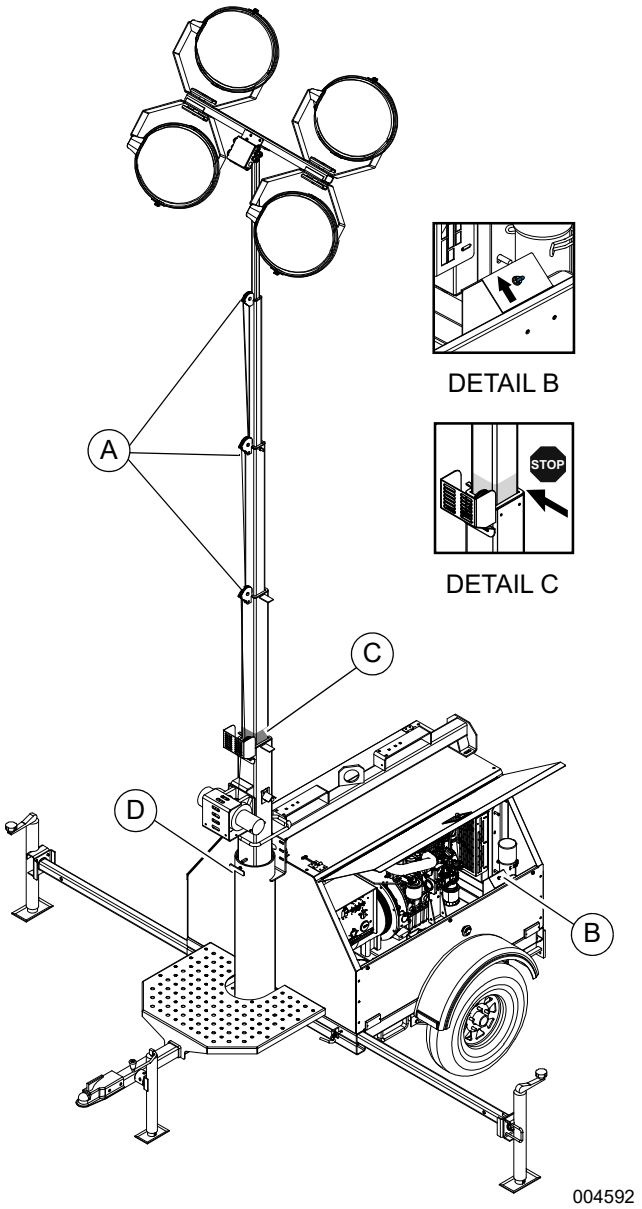

***Figure 3-9. Raising the Mast***
2. See ***Figure 3-9***. Check both sets of mast cables for excessive wear or damage. Verify the cables are properly centered in the pulleys (A). Check the electrical cord for damage.